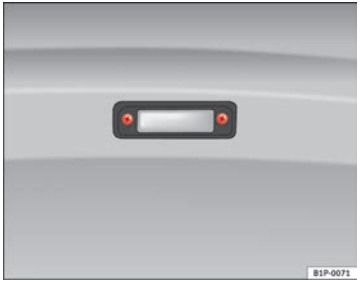

Fig. 171 Removing number plate light
– Unscrew the screws to remove the bulb ⇒ Fig. 171.